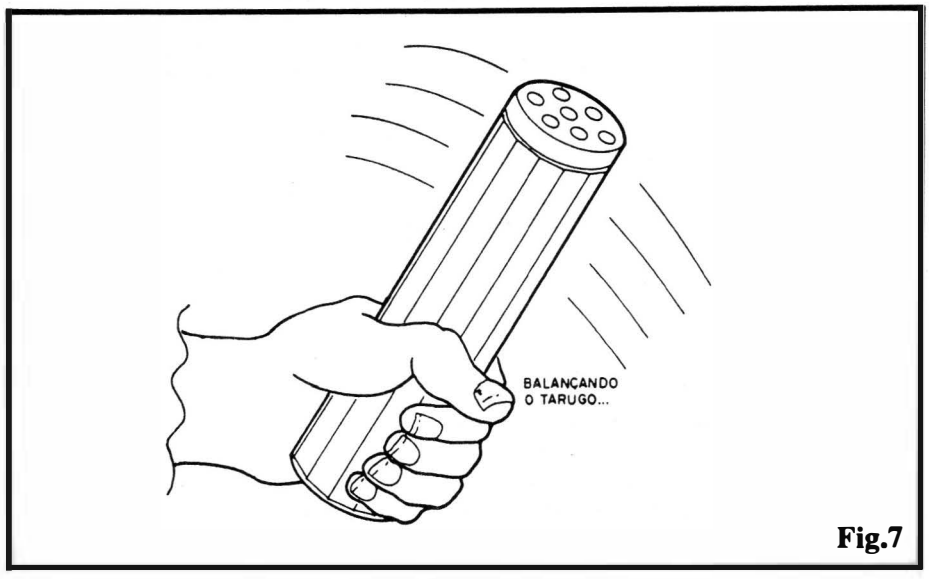

Fig.7
- **FIG. 7** - BOLINANDO O CATRAMELO - Tudo montado, ligado e instalado conforme as instruções e diagramas já mostrados, nada mais resta a fazer: é segurar o tarugo pela base e... balançá-lo...! Dependendo o sentido, da "insistência", da "intensidade" e da velocidade da movimentação imprimida ao sabugão, diferentes configurações sonoras, uma mais "esquisita" quea outra, se manifestarão...! Conforme já foi dito, o interruptor de balanço poderá ser regulado (através doseu parafusinho incorporado...) tanto para estado "fechado" em repouso, quanto para estado "aberto"... Desde que tal ajuste seja feito de forma cuidadosa, em qualquer das duas possibilidades se garantirá uma boa sensibilidade ao sistema... O fundamental é que, submetido ao movimento, o contato do sensor alterne sua condição, voltando sempre, porém, a condição de "repouso", quando o bastão for imobilizado por algum tempo... Uma série de outras possibilidades surgem se for utilizado sensor do tipo "interruptor de mercúrio", caso que estando o tubo em repouso, "em pé", a condição do interruptor será uma, porém virando-se o cilindro "de cabeça pra baixo", imediatamente se inverterá a condição do dito interruptor interno...! Com tal tipo de sensor, inclusive, o movimento mais efetivo (para uma geração de sons complexos, muito interessantes) será no sentido longitudinal, um vai-vem "sem-vergonha" mas bastane eficiente... Também se o Leitor/Hobbysta optar por um interruptor feito em casa, com o vidrinho cilíndrico contendo água, e dois contatos metálicos inseridos através da tampa do dito vidrinho (já mencionamos tal possibilidade), eventualmente os movimentos longitudinais serão mais efetivos... Já com um interruptor de balanço convencional, de lâmina, o movimento em báscula, ou em pêndulo, será mais efetivo... Todas essas formulações, contudo, dependerão bastante das próprias experiências feitas "ao vivo", com o BAMUS... Seguramente, após algumas tentativas, qualquer um logo descobrirá como bolinar o catramelo para dele obter as mais interessantes manifestações!